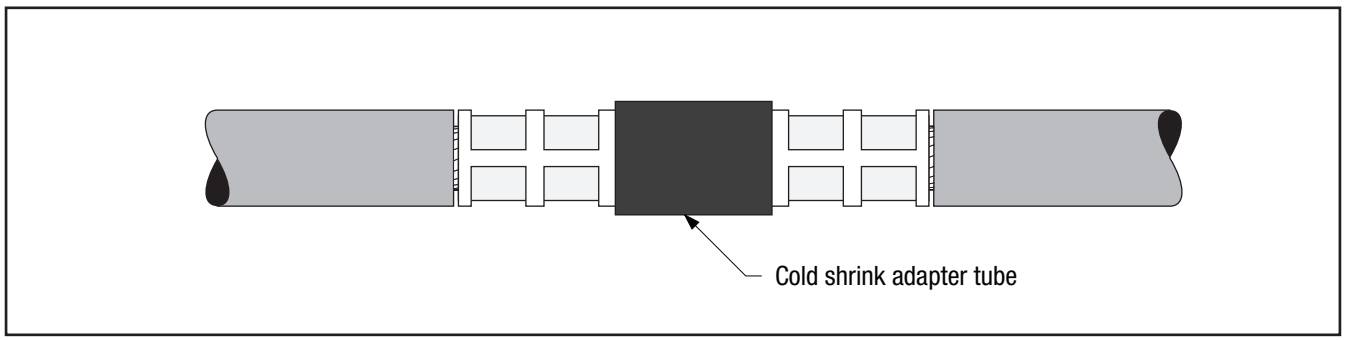

Figure 11
4.2 If using cold shrink adapter tube: Position adapter tube over the connector. Shrink adapter near the center of connector by pulling and unwinding the loose core end in a counterclockwise direction *(Figure 11).*